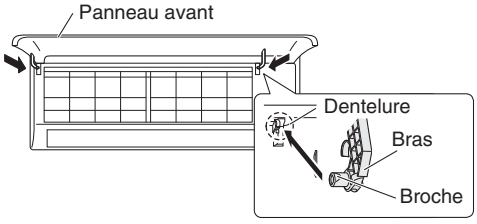

Fig. 3-17
(1) Tout en alignant le bord supérieur de la grille avec le châssis, déplacer horizontalement la grille et insérer le haut et le bas dans le châssis.
(2) Appuyer fermement sur la grille de la main afin de garantir qu'il n'y a pas d'espace entre le châssis et la grille.
(3) Serrer les 6 vis. Et remettre les caches déposés en place.
(4) Tenir les sections à proximité des bras du panneau avant des deux côtés et tenir le panneau avant de sorte qu'il soit presque horizontal. Pousser les axes du bras vers l'extérieur de sorte qu'ils entrent en contact avec le haut de la dentelure sur les côtés droit et gauche du climatiseur. Ensuite, pousser fermement jusqu'à ce que l'axe du bras s'enclenche en place. (Fig. 3-17)
(5) Remettre en place le volet inférieur.